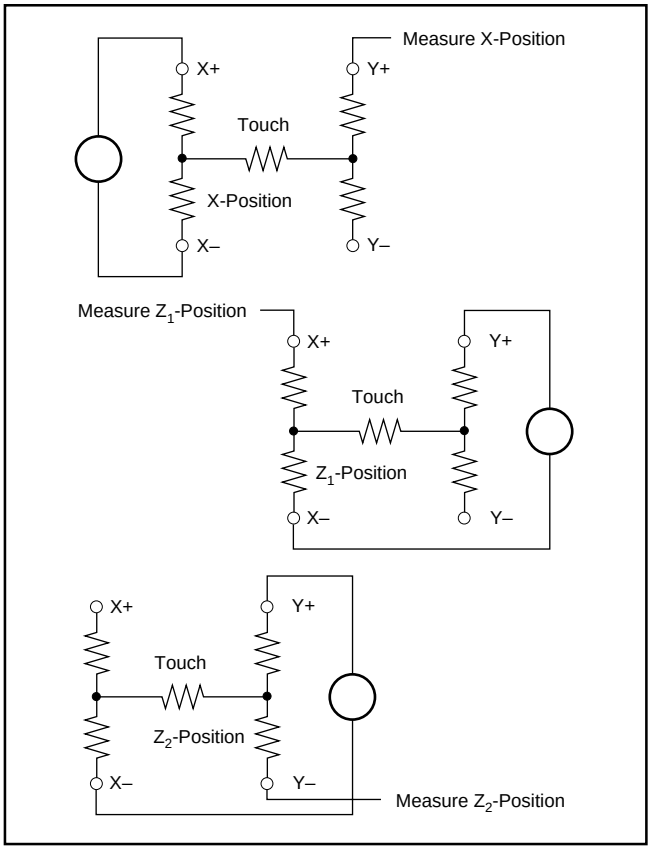

FIGURE 3. Pressure Measurement.
Measuring touch pressure (Z) can also be done with the TSC2200. To determine pen or finger touch, the pressure of the “touch” needs to be determined. Generally, it is not necessary to have very high performance for this test, therefore, the 8-bit resolution mode is recommended (however, calculations will be shown with the 12-bit resolution mode). There are several different ways of performing this measurement. The TSC2200 supports two methods. The first method requires knowing the X-plate resistance, measurement of the X-position, and two additional cross panel measurements (Z_2 and Z_1) of the touch screen, as seen in Figure 3. Using Equation 1 will calculate the touch resistance: